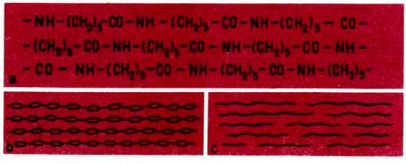

Abb. 43
Im Ergebnis der Polykondensation entstehen aus 100 ··· 150 Einzelmolekülen linear aufgebaute Polyamidmoleküle, die parallel zueinander angeordnet sind (Abb. 43). ④